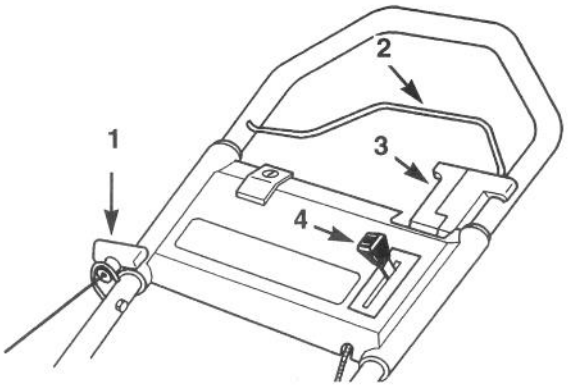

Fig. 2
1. COMANDI - Il comando della trasmissione (modello semovente), la leva del gas, la sbarra di arresto del motore e il pulsante di avviamento sono sull'impugnatura (Fig. 2).